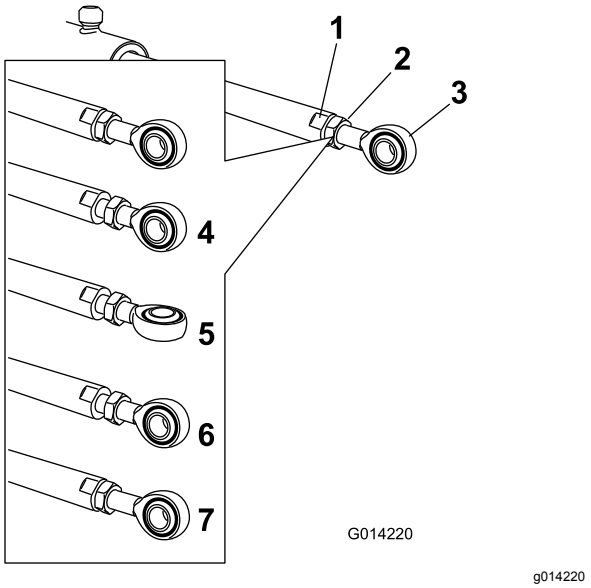

**Figur 110**
5. Bruk en skiftenøkkel på de flate sidene av aktuatorstangen for å sette den ut av funksjon, før du løsner låsemutterne slik at maljestangen kan justeres (Figur 110).
6. Skru på maljestangen i aktuatorstangen for å justere lengden for den forlengede aktuatoren til den ønskede posisjonen (Figur 110).